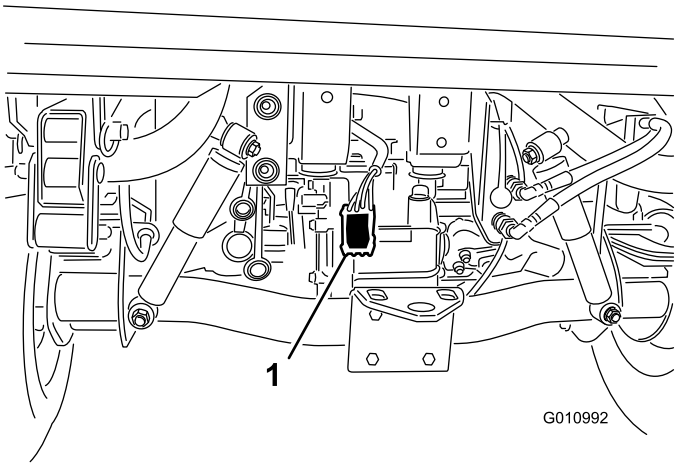

Figur 7
4. Før ledningssatsen langs kjøretøyets hovedledningssats til bakdelen av kjøretøyet (Figur 7).